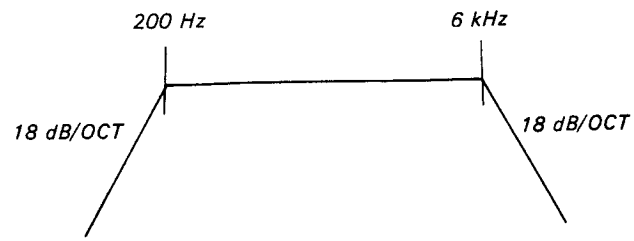

*Fig. 8-43*
*1: The value when a distortion measuring filter (Fig. 8-43.) is used and that when the filter is not used is less than 1.0%.